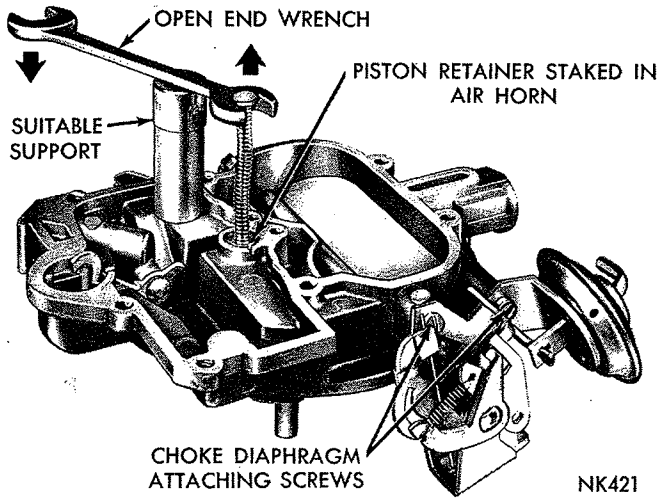

***Fig. 5—Removing the Vacuum Power Piston***
(2) Remove vacuum power piston from air horn, using an open end wrench and wood block, as shown in (Fig. 5). (Exert sufficient pressure on end of wrench to force piston out of its well in air horn. This assembly is staked in air horn and care should be used at removal.) Discard air horn gasket.
(3) Remove choke vacuum diaphragm and bracket assembly and place to one side to be cleaned as a special item. **A liquid cleaner may damage the diaphragm material.**
(4) Test freeness of choke mechanism in air horn. The choke shaft must float free to operate correctly. If choke shaft sticks in bearing area or appears to be gummed from deposits in the air horn, a thorough cleaning will be required.